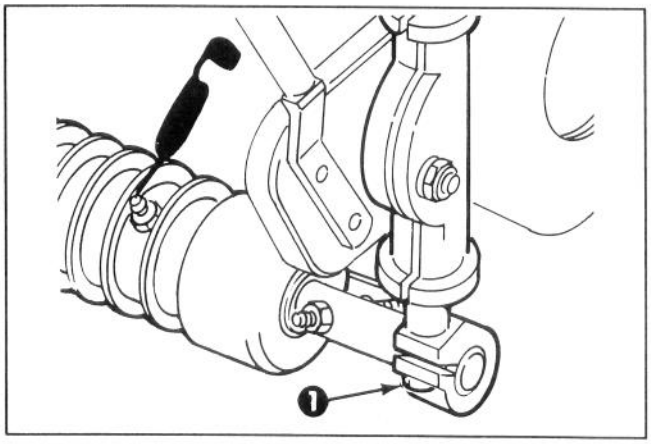

Figure 3
5. Reinstall roller adjusting screws into height-of-cut brackets until top of adjusting screws are flush with top of adjusting brackets. Slide height-of-cut knobs onto adjusting brackets and thread onto adjusting screws (Fig. 3)
6. Tighten capscrews and lockwashers securing roller adjusting screws to roller (Fig. 3).